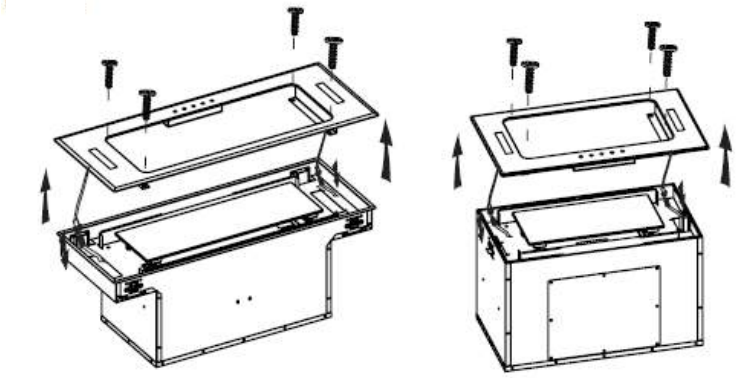

Afbeelding 2
3. Schroef de 4 schroeven van het buitenste glazen framepaneel los met een schroevendraaier, trek de lichtdraad eruit en haal het buitenste glazen framepaneel eraf, zie afbeelding 2.